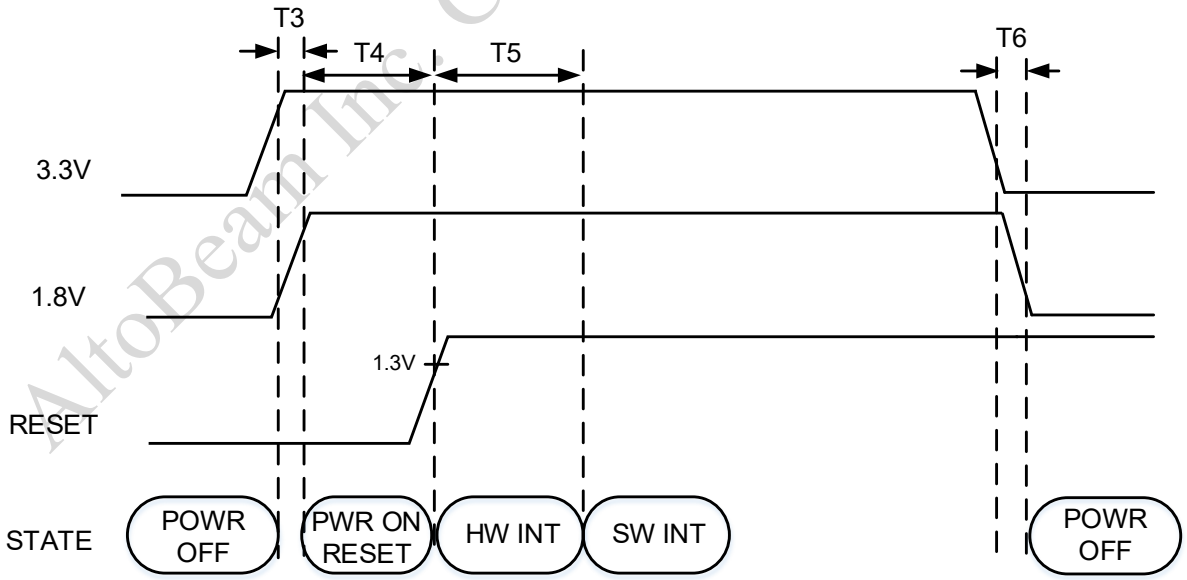

**图 4　3.3V 和 1.8V 双供电时序图**
3.3V 和 1.8V 双供电时，推荐的上电时序要求如图 4 所示。